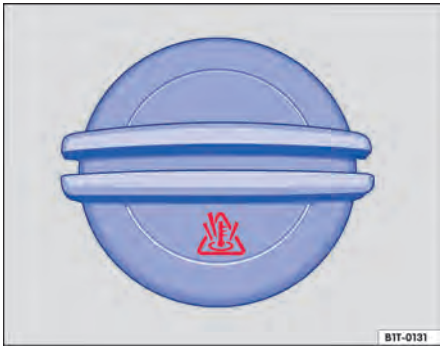

Fig. 137 No compartimento do motor: tampa do reservatório de expansão do líquido de arrefecimento do motor.
- O reservatório do líquido de arrefecimento do motor é reconhecido pelo símbolo na tampa ⇒ Fig. 137. ▶